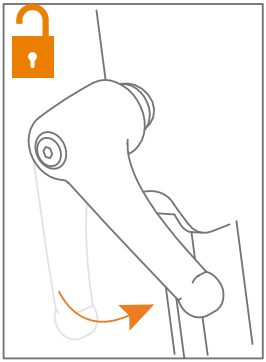
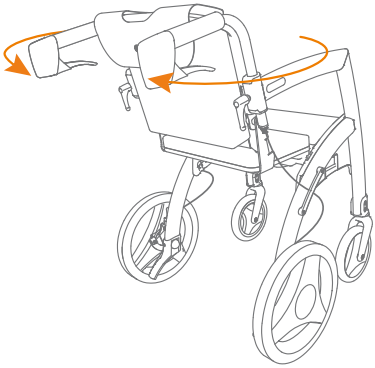
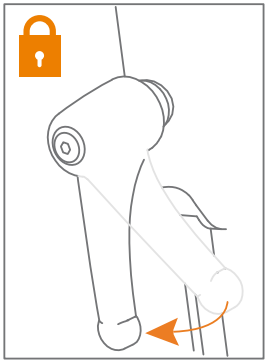

Abbildung 36: Lösen Sie den Einstellgriff.
Abbildung 37: Drehen Sie die Handgriffe.
Abbildung 38: Ziehen Sie den Einstellgriff an.
d. Lösen Sie die Einstellgriffe der Handgriffe gegen den Uhrzeigersinn (Abbildung 36) und drehen Sie die Handgriffe nach außen, so dass diese nach hinten zeigen (Abbildung 37). Stellen Sie, die für den Benutzer, richtige Höhe ein und drehen Sie die Einstellgriffe wieder im Uhrzeigersinn (Abbildung 38). Siehe auch: Höhe einstellen für die richtige Körperhaltung.